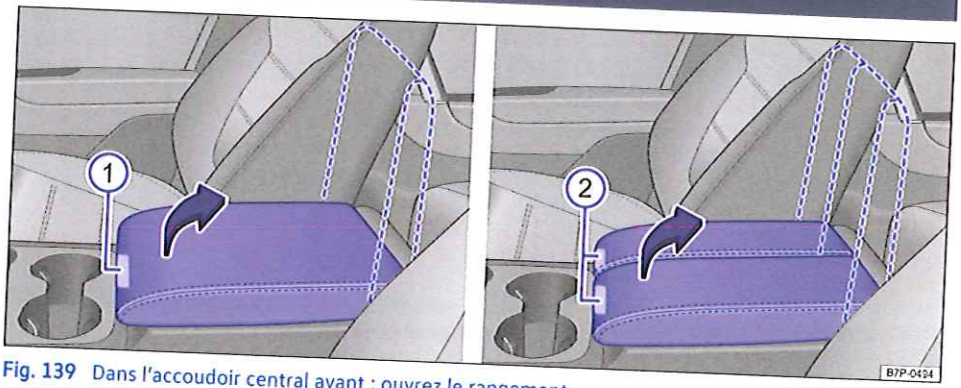

Fig. 139 Dans l'accoudoir central avant : ouvrez le rangement.
Pour *ouvrir* le rangement, appuyez sur la touche → fig. 139 ① ou ② et soulevez entièrement l'accoudoir central avant ou l'une des parties de l'accoudoir central avant dans le sens de la flèche.